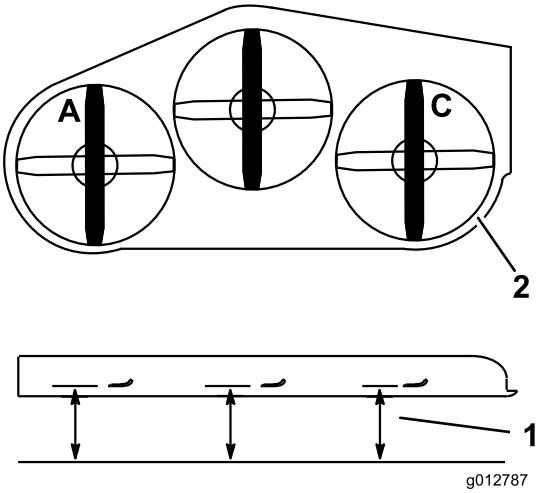

**Figur 84**
1. Placer venstre kniv på langs (Figur 84).
2. Mål den venstre kniv ved punktet **A** fra en plan overflade til knivspidsens skarpe kant, og noter dette tal ned (Figur 84).
3. Placer højre kniv på langs (Figur 84).
4. Mål den højre kniv ved punktet **C** fra en plan overflade til knivspidsens skarpe kant, og noter dette tal ned (Figur 84).
2. Placer venstre kniv på langs (Figur 84).
3. Mål den venstre kniv ved punktet **A** fra en plan overflade til knivspidsens skarpe kant, og noter dette tal ned (Figur 84).
4. Placer højre kniv på langs (Figur 84).
5. Mål den højre kniv ved punktet **C** fra en plan overflade til knivspidsens skarpe kant, og noter dette tal ned (Figur 84).